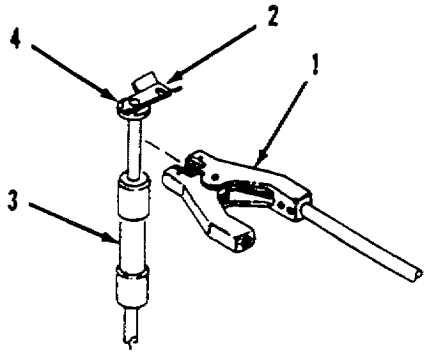

Figure 2-17. Ground Rod Removal.
a. Ground Rod Removal. Refer to figure 2-17.